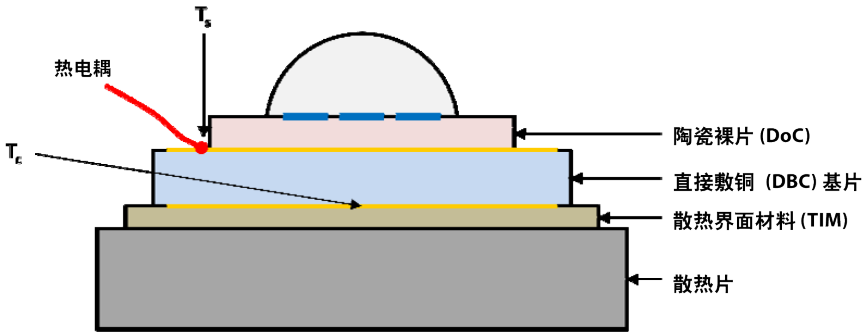

图 8. 散热片上 LUXEON S 发射体的横截面图。
b. 按图 8 钻孔并攻丝，然后用异丙醇 (IPA) 擦净散热片表面。
LED 结温 T_j 可以按以下方法计算：$T_j = T_c + R_{\theta 结-外壳} P_{LED}$。在这个等式中，$T_c$ 是 DBC 基片底部的外壳温度（请参见图 8），$R_{\theta 结-外壳}$ 是结和外壳之间的热阻（请参见数据表 DS80），P_{LED} 是输入到 LED 的总电能。由于不能直接测量外壳温度 T_c，因此，Philips Lumileds 建议改为测量 DBC 基片顶部的温度 T_s，如图 8 所示。温度 T_c 和 T_s 之间的关系已通过实验确定为 $T_c = T_s - 0.5°C$。